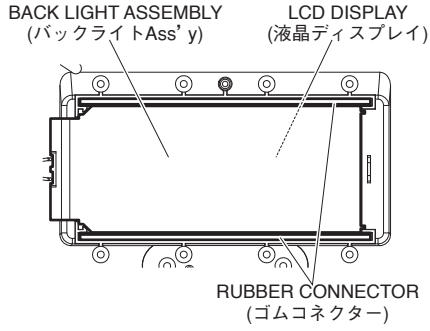

Fig. 5（図5）
3-4 Remove the Back light assembly and LCD display from the upper case assembly. (Fig. 5)
* ***Avoid touching the conductive part of the rubber connector as much as possible. Should foreign matter or dirt adhere, remove such contamination using adhesive tape or the like. Do not wipe off using solvents such as benzene or alcohol. (Fig. 5)***
3-4 上ケース Ass'y からバックライト Ass'y と液晶ディスプレイを外します。(図 5)
※ **ゴムコネクターの導電部には極力触れないようにしてください。異物、ごみ等が付着した場合は粘着テープ等て取り除き、ベンゼン・アルコール等の溶剤では拭かないでください。(図 5)**